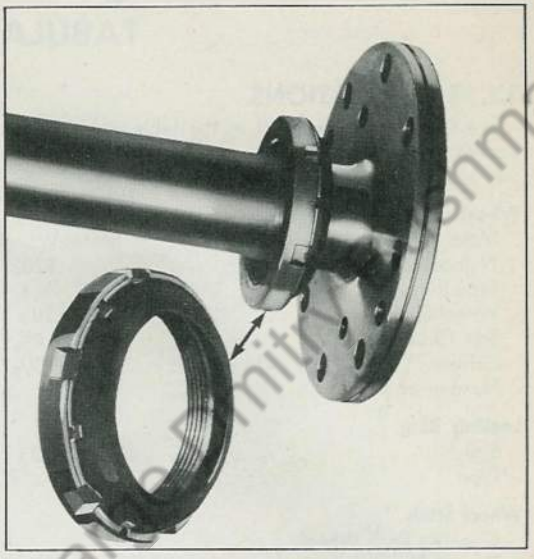

Fig. 16 Outer Bearing Oil Seal
4. Install outer race (6) in hub, using Tool No. J-872-1 to seat race against snap ring (7).
5. Press inner bearing outer race (11) in hub, using driver J-872-4.
6. Place inner race and roller assembly (12) in hub and install new oil seal. Soak seal in Neatsfoot or warm engine oil until leather is soft and pliable, then drive seal into place with Tool No. J-872-2. Lock seal in place by prick punching at three equally spaced places.
7. Wheel bearing lock nut (1) incorporates a leather seal which bears against inner surface of axle shaft flange as shown in Fig. 16. This seal should be examined and if any damage is indicated seal should be replaced.
8. Inspect oil deflector (14). This deflector should be tight on axle housing and not have any defects. If it is damaged in any way, it must be replaced by a new one.